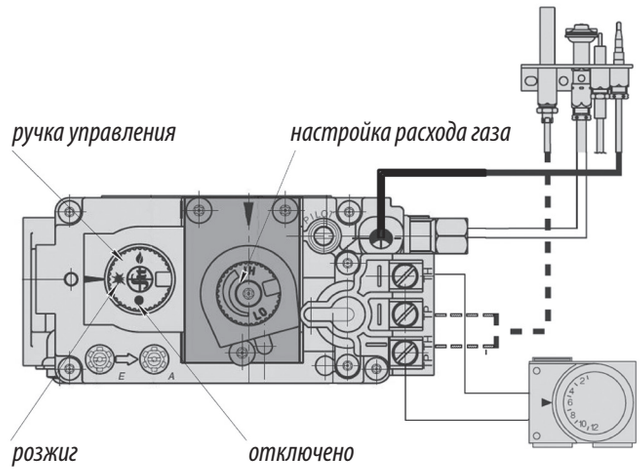

Рис. 7. Элементы управления на газовом блоке 820 NOVA MV.
- установить ручку газового блока в положение «Отключено» (см. рис.7);